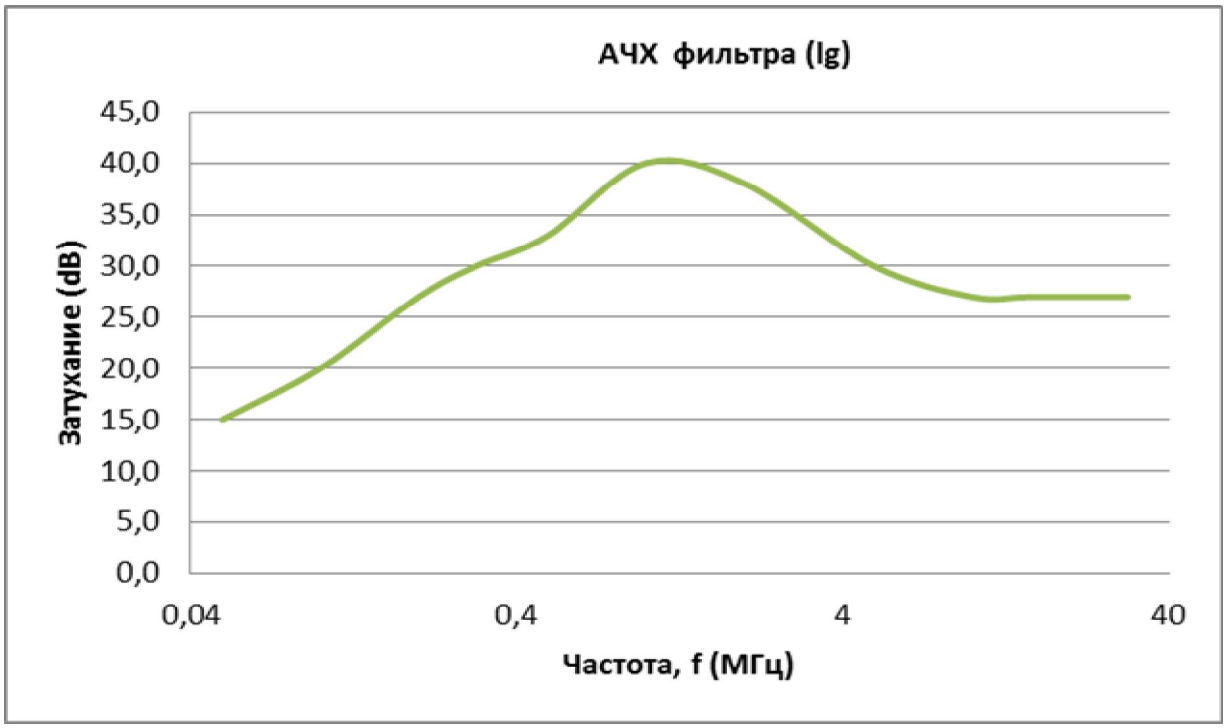

рис.1
2.2 Амплитудно-частотная характеристики ослабления помех фильтром приведена на рис.1